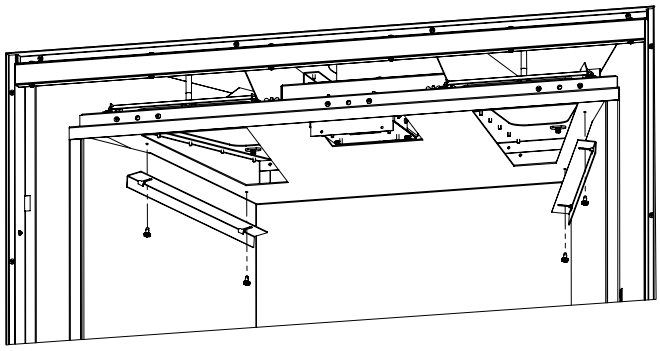

Figure 55: Liner Retainers
Step 3. Remove the liner retainers one at a time using a 5/16 socket. The screws only have to be loosened, not completely removed, as the retainers are key slotted. Remove the side liners first, then the rear (see Figure 55).